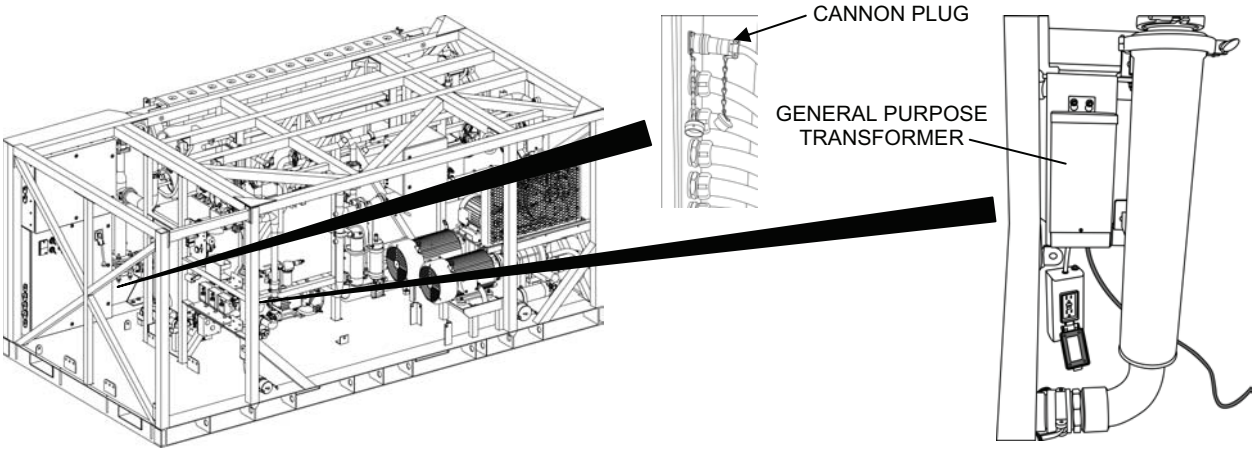

Figure 16. General Purpose Transformer Removal.
4. Remove the general purpose transformer from the TWPS as follows (see Figure 16):